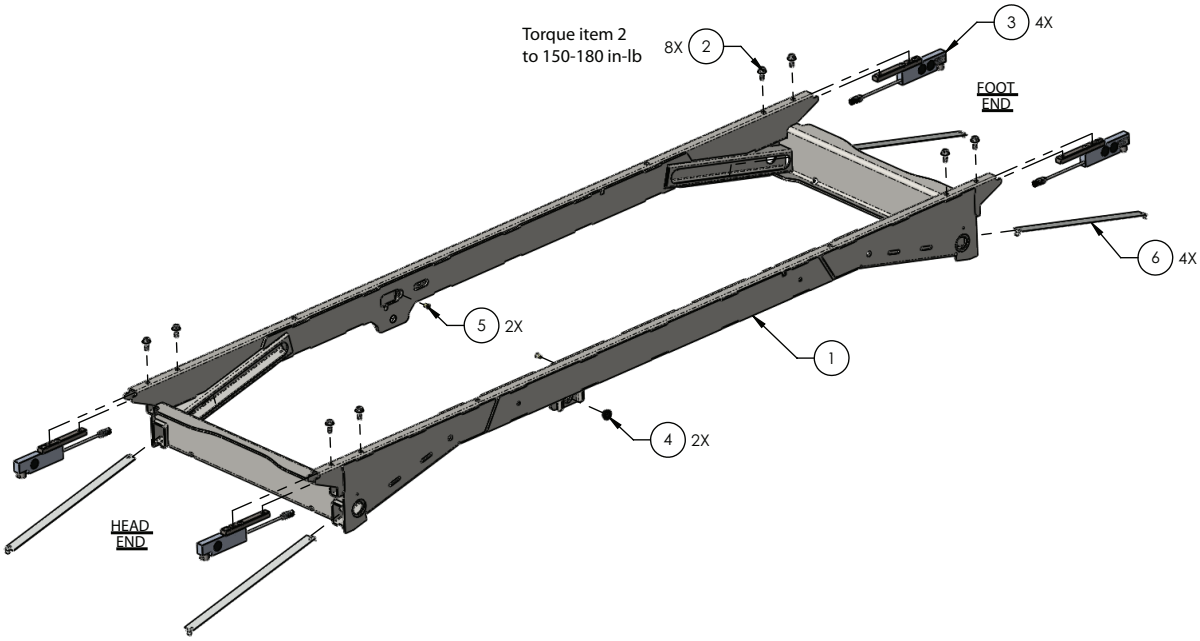

Figure 37 – Remplacement de l'ensemble de cellule de pesage
7. À l'aide d'un petit vérin de plancher, près de la cellule de pesage (3) à remplacer, soulever le tube de support de levage jusqu'à ce que tout poids soit supprimé de la cellule de pesage (3) (Figure 37).
9. À l'aide d'une clé à cliquet et d'une douille de 1/2 po, retirer et conserver les deux boulons (2) qui fixent l'ensemble de cellule de pesage (3) à l'ensemble soudé du châssis de la base (Figure 37).
10. À l'aide d'une pince à becs fins, retirer l'ensemble de cellule de pesage (3) de l'ensemble soudé du châssis de la base (Figure 37).